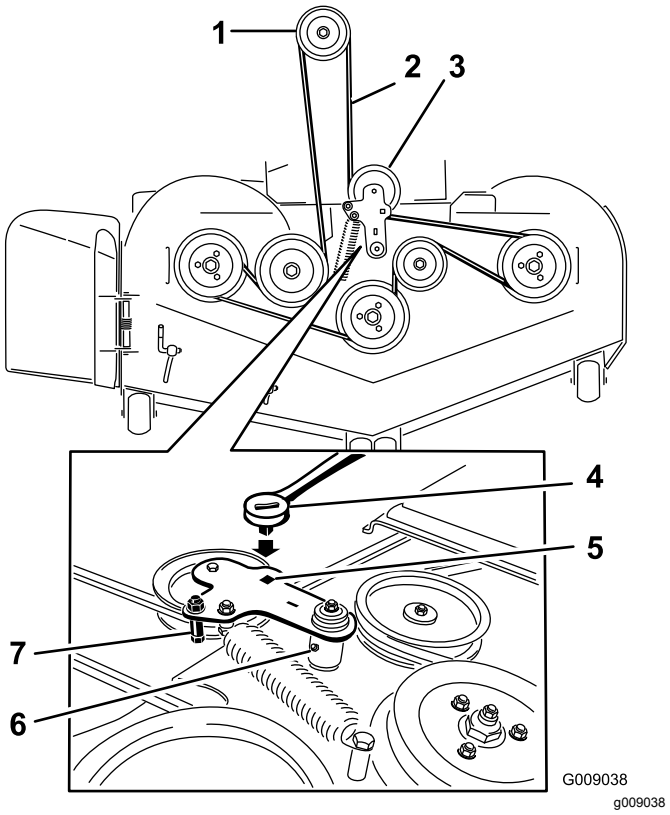

Figure 95
8. Insérez un rochet dans le trou carré du bras de la poulie de tension pour détendre le ressort de la poulie (Figure 95).
10. Acheminez la courroie neuve autour des poulies du plateau de coupe et de la poulie d'embrayage, sous le moteur (Figure 95).
11. Tournez et vérifiez que la patte du guide-courroie vient frapper le moyeu de pivot (Figure 95).
12. Insérez le rochet dans le trou carré pour chausser la courroie sur la poulie de tension rappelée par ressort (Figure 95). Engagez les extrémités du ressort dans les rainures d'ancrage.